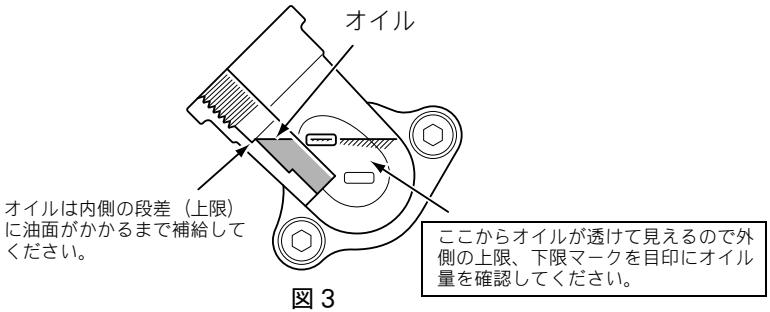

図 3
● 不足している場合（下限位置付近までオイル油面位置が低い場合 ）は、上限位置までオイルを補給してください（図 3）。
(2) オイルを上限位置まで補給してください (前頁図 3)。注入の時は、オイルボトルを使用してオイルを注入してください。
(3) オイルキャップを確実に締め付けてください。締め付けがゆるいとオイルが漏れることがあります。